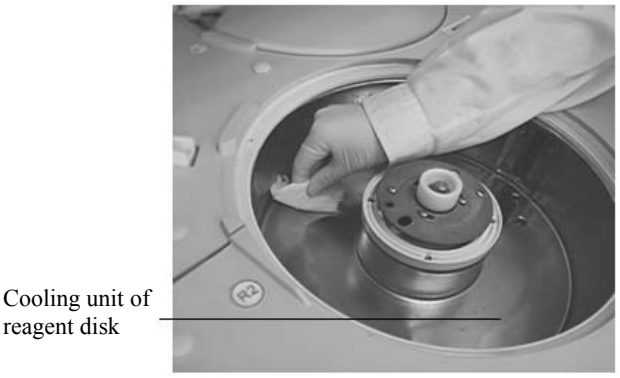

Figure 10-4-36
(1)Remove the reagent disk and clean the inside of the reagent cooling unit with gauze as Figure 10-4-36 shows: